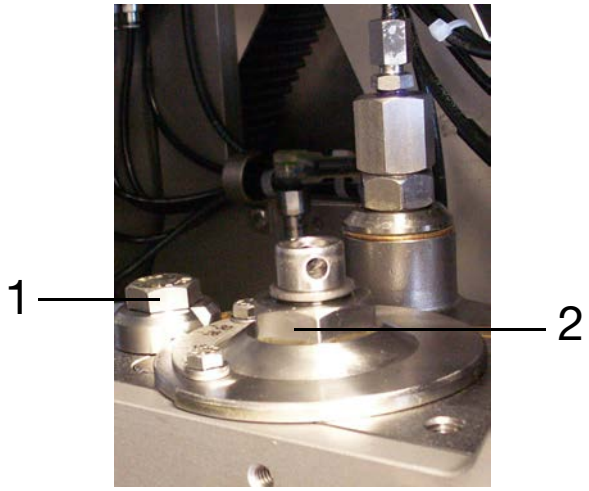

Fig. 5-17 1 Clamping screw
- Loosen the clamping screw (1, Fig. 5-17).
- Use the adjustment screw (2, Fig. 5-17) to set the required spreading.
- Re-tighten the clamping screw (1, Fig. 5-17).